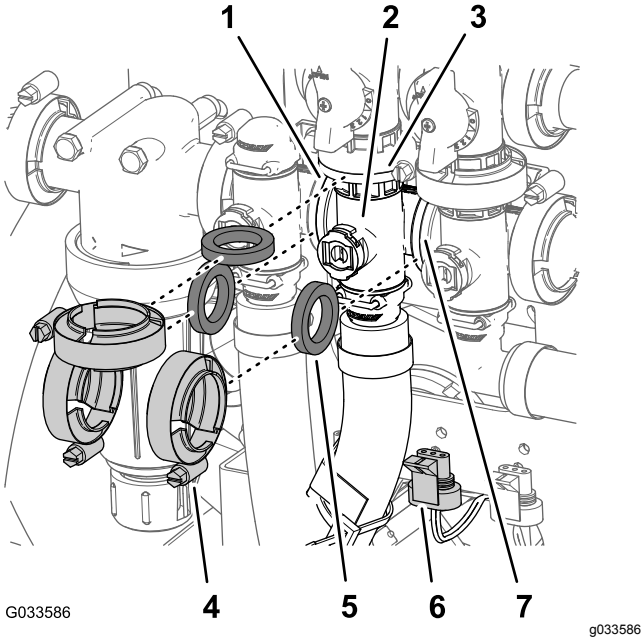

**Figur 115**
1. Fjern de tre flensklemmene og de tre pakningene som fester manifolden for risteventilen (Figur 115) til risteomløpsventilen, mengderegulatorventilen og hovedbomventilen.